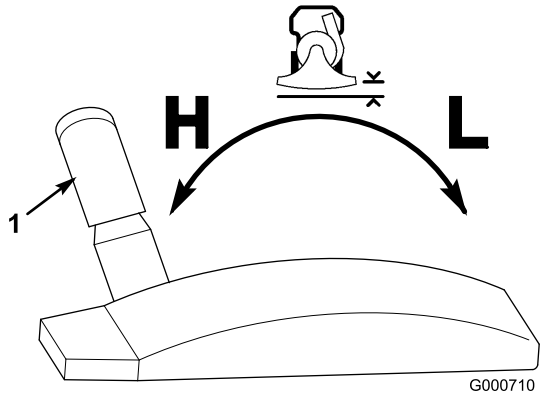

Figuur 12
U kunt de afstand tussen het luchtinlaathuis en de grond afstellen door de hoogte-instelling (Figuur 12) in de gewenste stand te zetten. Zet de hoogte op laag (L) om verharde oppervlakken zoals voetpaden of oprijlanen schoon te zuigen en hoog (H) om een dikke laag bladeren of maaisel te verwijderen van een dichtbegroeid gazon. U bereikt de beste resultaten als u tijdens het zuigen de inlaat zo dicht mogelijk bij de grond houdt als de werkzaamheden die u uitvoert, dat toelaten.